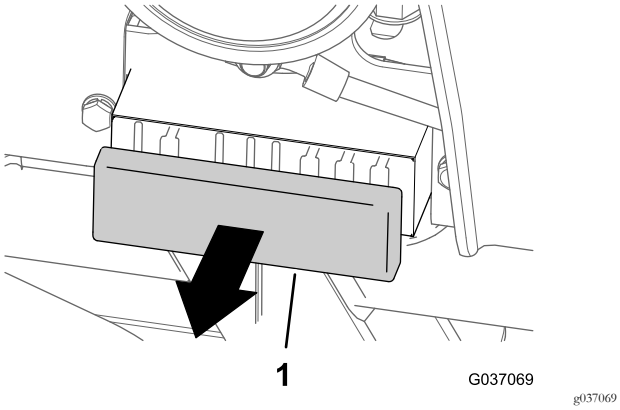

Figur 36
1. Fjern dekselet fra sikringsblokken (Figur 36).
3. Monter dekselet på sikringsblokken (Figur 36).